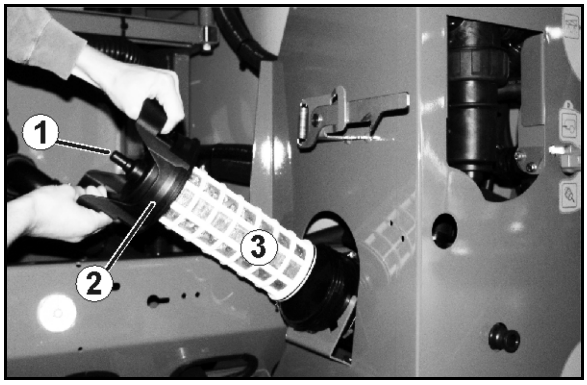

Rys. 123
- Filtr ssący czyścić (Rys. 123) codziennie po wyczyszczeniu opryskiwacza.
1. Odkręcić pokrywę filtra ssącego (2).
2. Zdjąć pokrywę z filtrem ssącym (3) i wyczyścić wodą.